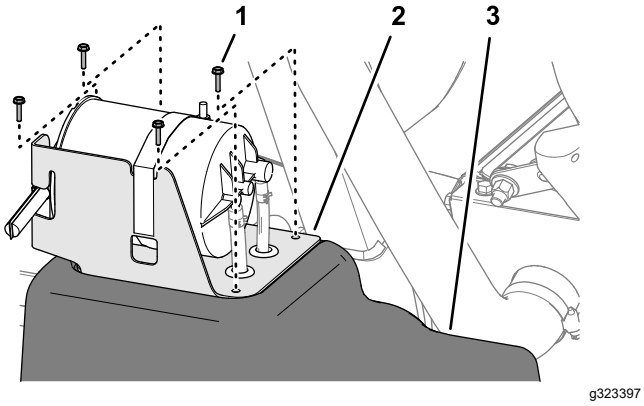

Figur 83
2. På bränsletanken tar du bort de fyra skruvarna (nr 10 x ¾ tum) som fäster kolkanisterns fäste på bränsletankens övre del (Figur 83).